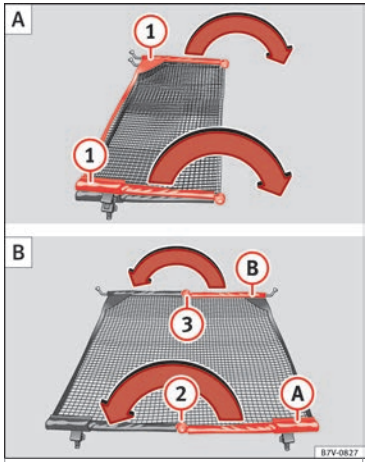

Bild 166 Vik ut avdelningsnätet (1) och vik sedan ihop det igen (2) och (3)
Fäll ut de tvärgående stödstängerna ››› **bild 166** (1) för avdelningsnätet helt i pilens riktning tills du hör ett "klick".
- Tryck på upplåsningsknappen ››› **bild 166** (2) och böj stången (A) i pilens riktning med upplåsningsknappen intryckt.
- Tryck på upplåsningsknappen ››› **bild 166** (3) och böj stången (B) i pilens riktning med upplåsningsknappen intryckt.